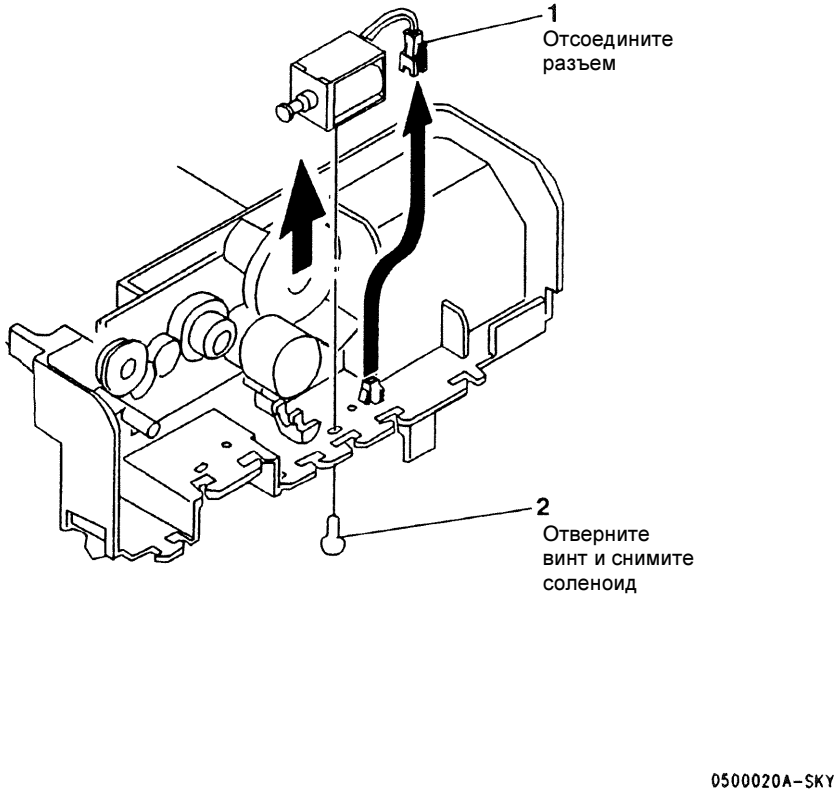

Рисунок 3 Снятие соленоида подачи бумаги (SOL2)
3. (Рисунок3): Снимите соленоид подачи бумаги (SOL2)